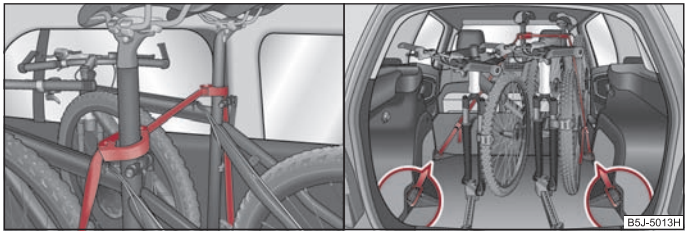

Fig. 71 Fijación de las bicicletas con abrazaderas / fijación de las bicicletas con una cuerda
– Colocar la abrazadera con la pieza de goma delante (en sentido de marcha), lo más abajo posible, en el tubo de sillín y cerrar la abrazadera ⇒ fig. 71.
– Para transportar dos bicicletas ha de tensarse la cuerda ⇒ fig. 71 entre los tubos de sillín, separando para ello las bicicletas.